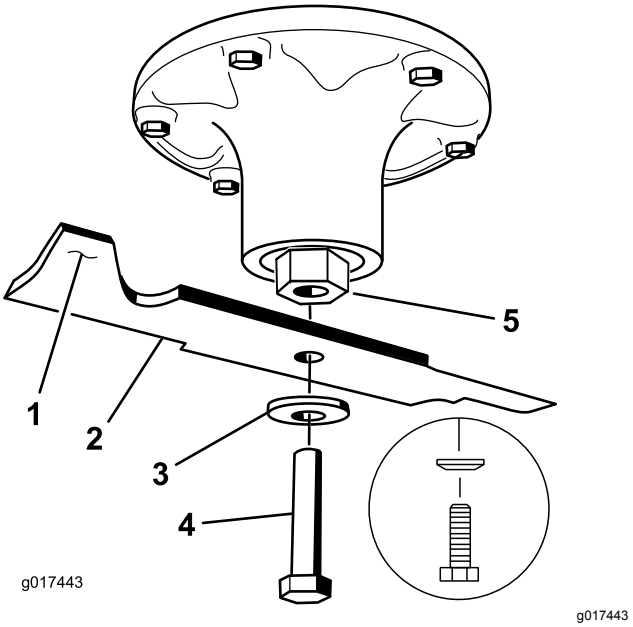

Figure 77
2. Enlevez de l'axe, le boulon, la rondelle bombée et la lame (Figure 77).
1. Placez la lame sur l'axe (Figure 77).
2. Montez la rondelle bombée et le boulon de lame (Figure 77).